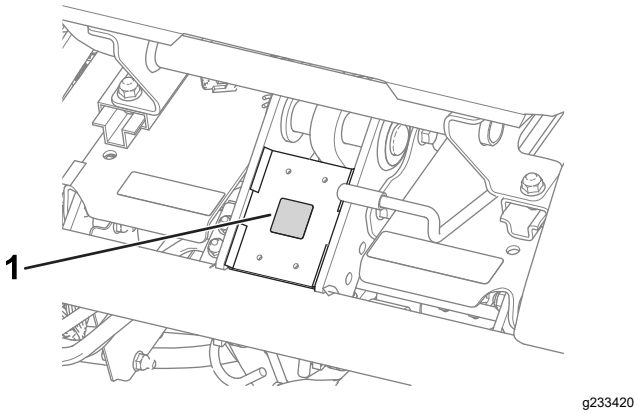

Figuur 12
- Breng de CE-markeringssticker aan op het frame, onder de voorkant van de stoel (Figuur 12).